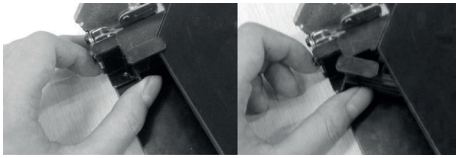

Rys. 1
2. Zgodnie z Rys. 1 naciśnij „dźwignie“ po obu stronach przy zawiasach , co spowoduje odemknięcie zamków.